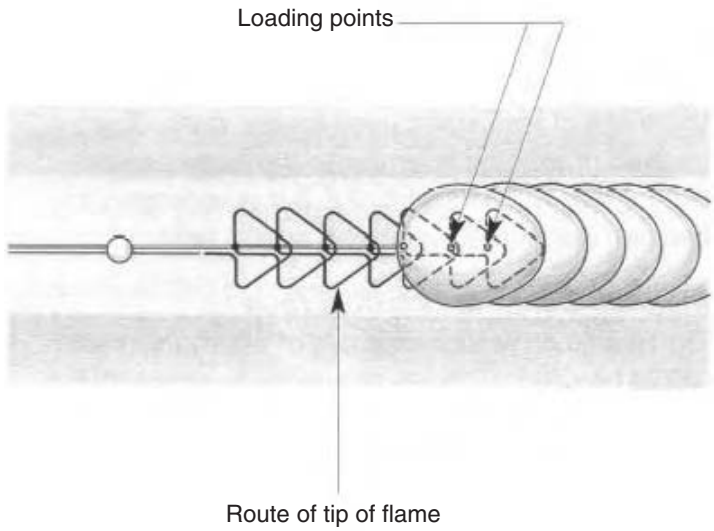

Figure 10.15 *(Reproduced with permission of Lead Sheet Association)*
- The flame is directed into the centre of the seam and is moved forward either in a straight line or slightly from side to side. This will set the pattern of the seam as shown in Figures 10.15(a) and (b).